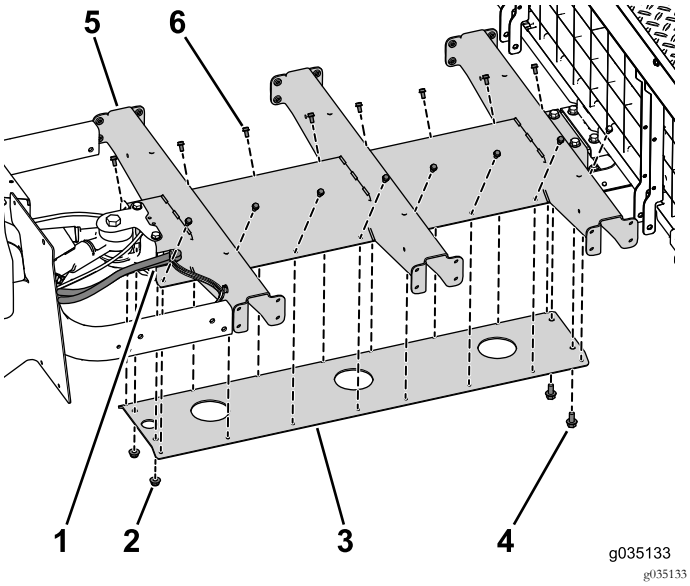

Bild 78
2. Befestigen Sie die untere Platte mit den zwei Schrauben (3/8" x ¾"), den 16 Schrauben (¼" x ½") und zwei Bundmuttern (3/8") lose am mittleren Kanal (Bild 78).